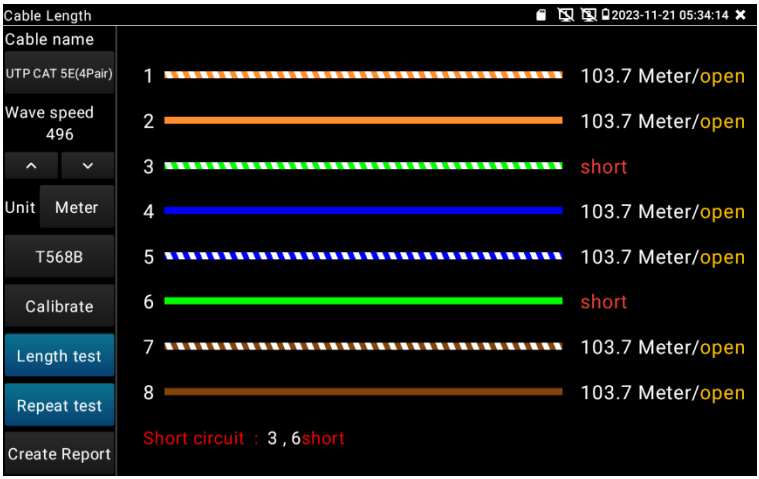

Рис. 157 Результат проверки кабеля приложением Cable Length
4) После проверки тестер покажет в приложении примерную длину проводников в кабеле, а также КЗ, если есть (short), рис. 157